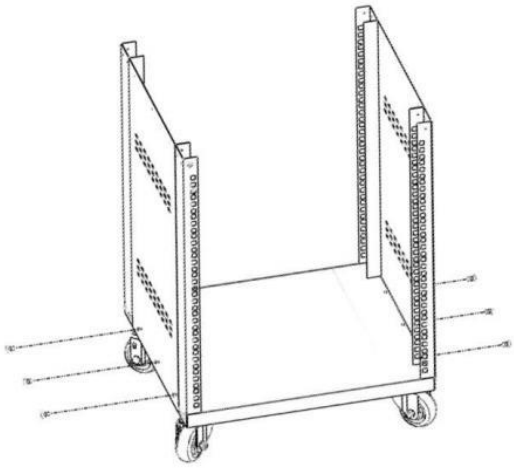

Figura 3
3. Alinear el lado panel (④) con abajo panel (②), seguro con 3 tornillos de fijación de montaje m5 (⑦) mediante destornillador eléctrico. Luego adopta el mismo.
Paso para fijar otro panel lateral (④). Ver Figura 3.